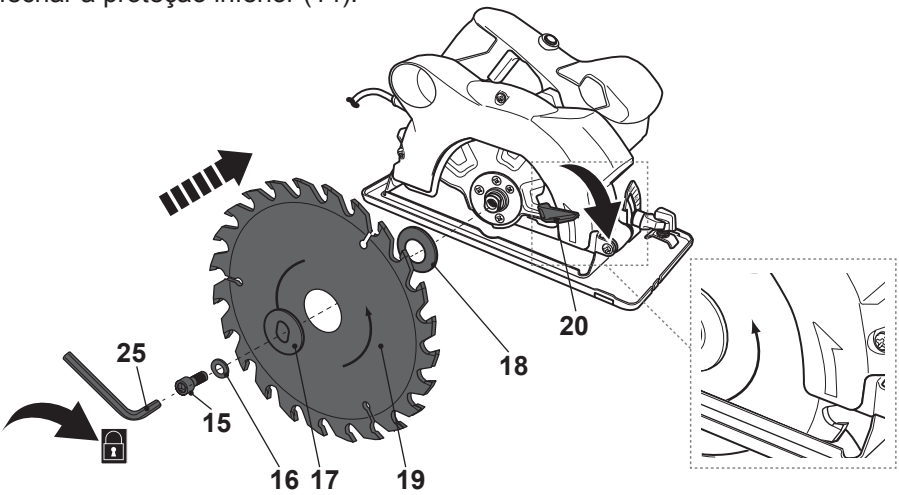

Fig. 2
> Abra completamente a proteção inferior (14) movendo a alavanca retrátil (20) para a frente e mantendo-a nessa posição enquanto coloca a lâmina de serra (19) no veio. Certifique-se de que a direção de rotação indicada na lâmina de serra é a mesma que a indicada na carcaça (Fig. 2).
> Segure a lâmina de serra (19) com o flange de aperto (17), a arruela (16) e o parafuso de bloqueio (15). Aperte o parafuso de bloqueio (15) girando-o para a direita com a chave sextavada (25) (Fig. 2).